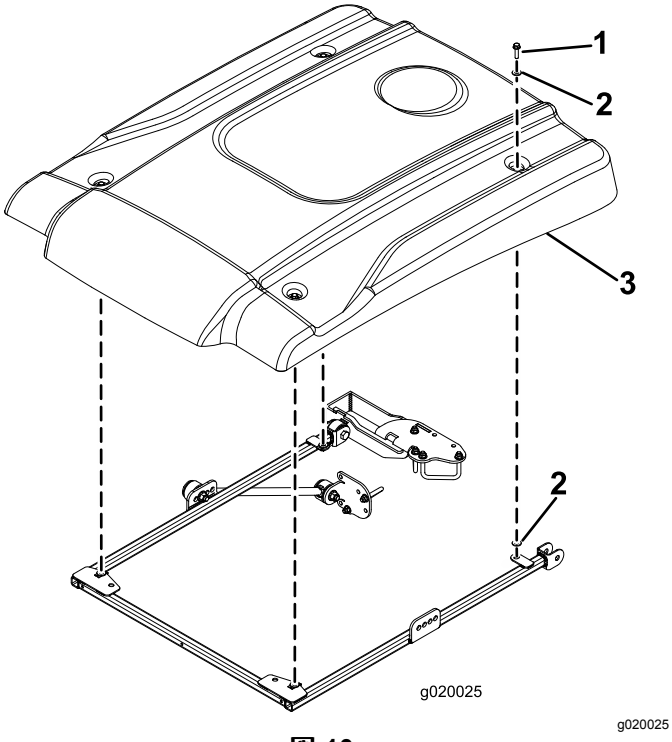

図 10
15. 図 10 に示すようにサンシェードをフレームに載せて、取り付け穴を整列させる。
16. サンシェードの各コーナー部をフレームに仮止めするフランジヘッドボルト5/16 x 1¼"1本と、小さいワッシャ2枚を使用する図 10。サンシェードの左右それぞれについているゴム製ハトメにワッシャを取り付ける。